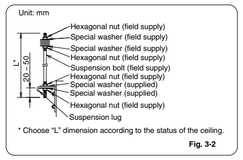

Fig. 3-2
(3) Suspend and fix the indoor unit using the 2 hexagonal nuts (field supply) and special washers (supplied with the unit) as shown in Fig. 3-2.